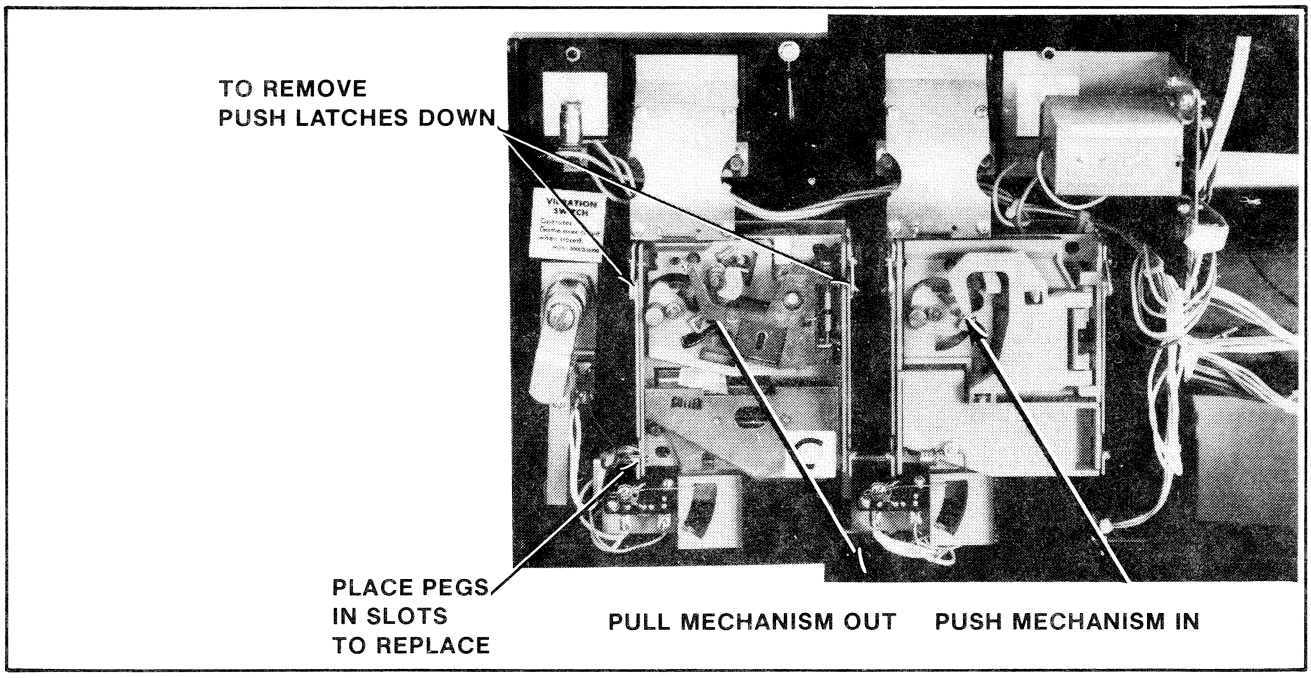

**Figure 25 Removing and replacing coin acceptor**
3. Remove the coin acceptor mechanism as shown in Figure 25.
9. Reinstall the coin acceptor to the coin door. See Figure 25.
3. Remove the coin acceptor mechanism(s) as shown in Figure 25.
6. Reinstall the coin acceptor to the coin door. See Figure 25.